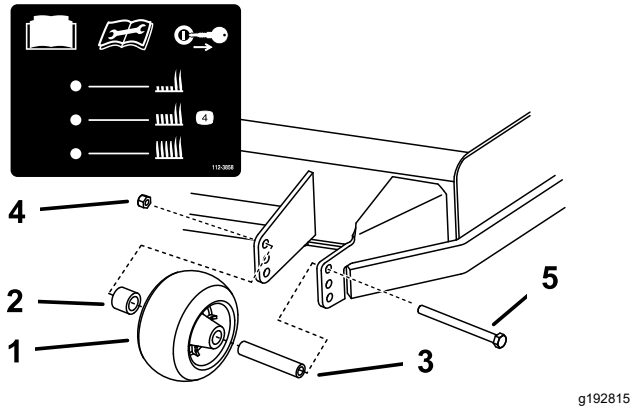

Figur 30
3. Justera antiskalpvalsarna enligt Figur 30.